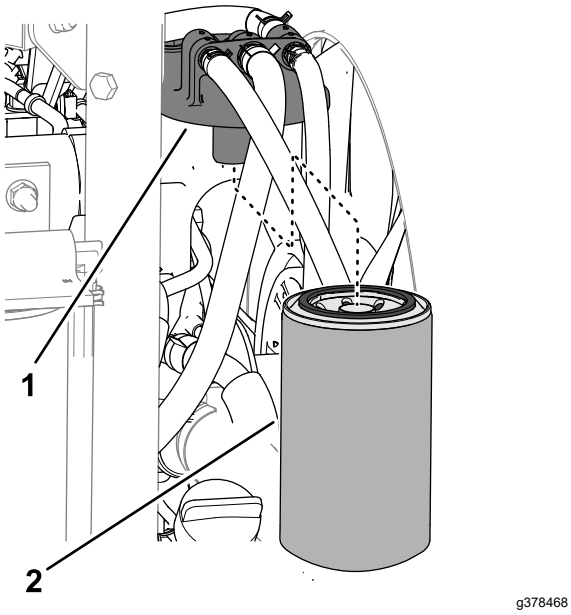

Figura 117
2. Curăţaţi zona din jurul capătului filtrului de combustibil (Figura 117).
3. Scoatei filtrul i curăai suprafaa de montare a capătului filtrului (Figura 117).